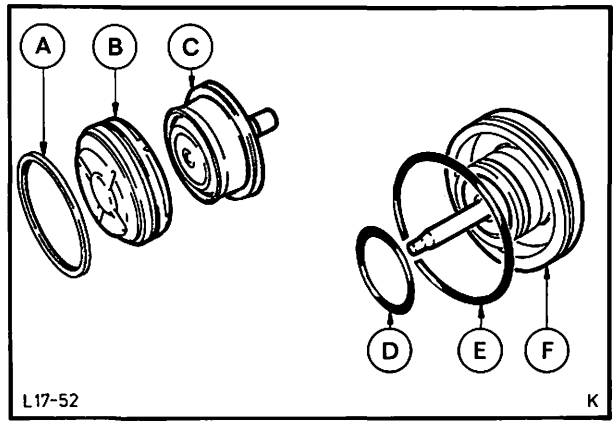

Abb. 79 Vorderer und hinterer Servokolben
33. Dichtringe bzw. vorderen Servokolben, falls erforderlich, erneuern. Abb. 79.